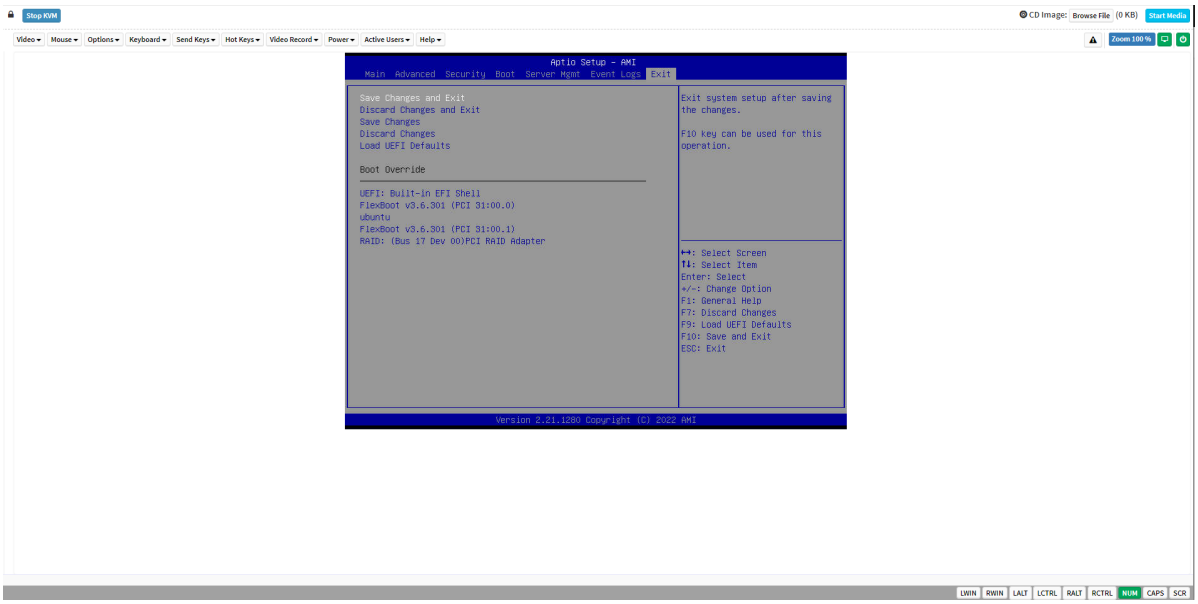

Рис. 119. Окно «H5Viewer»
3) Пройдите во вкладку «Remote Control» → «H5Viewer» в данной вкладке предоставляет пользователям удаленный сервис KVM для удаленного управления сервером через среду HTML5. Окно показано на рис. 119 Окно «H5Viewer»